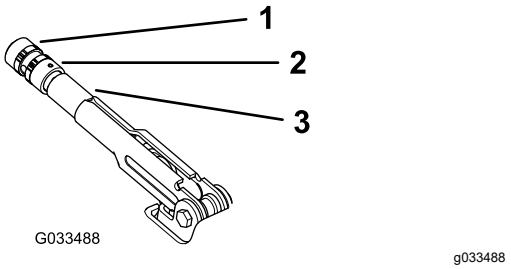

Figur 64
2. Lossa ställskruven som fäster ratten på parkeringsbromsspaken (Figur 64).